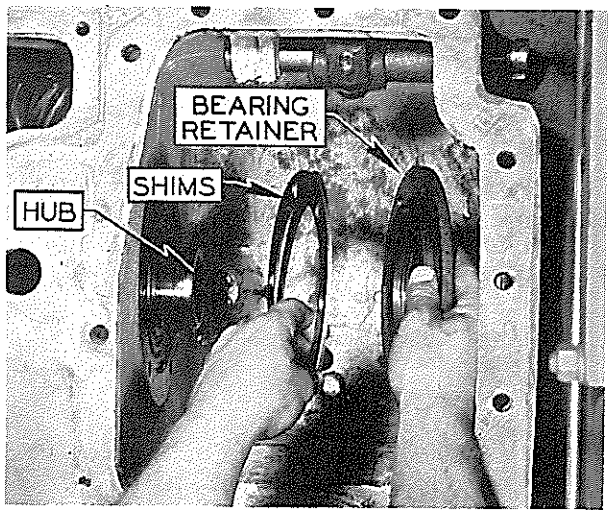

FIG. 11
3. Bring spiral bevel gear and spiral bevel pinion into mesh by removing shims on one side of hub bearings and installing on other side. See Fig. 11, "HD 10" Transmission." A backlash of .006 to .011 inches should be allowed.